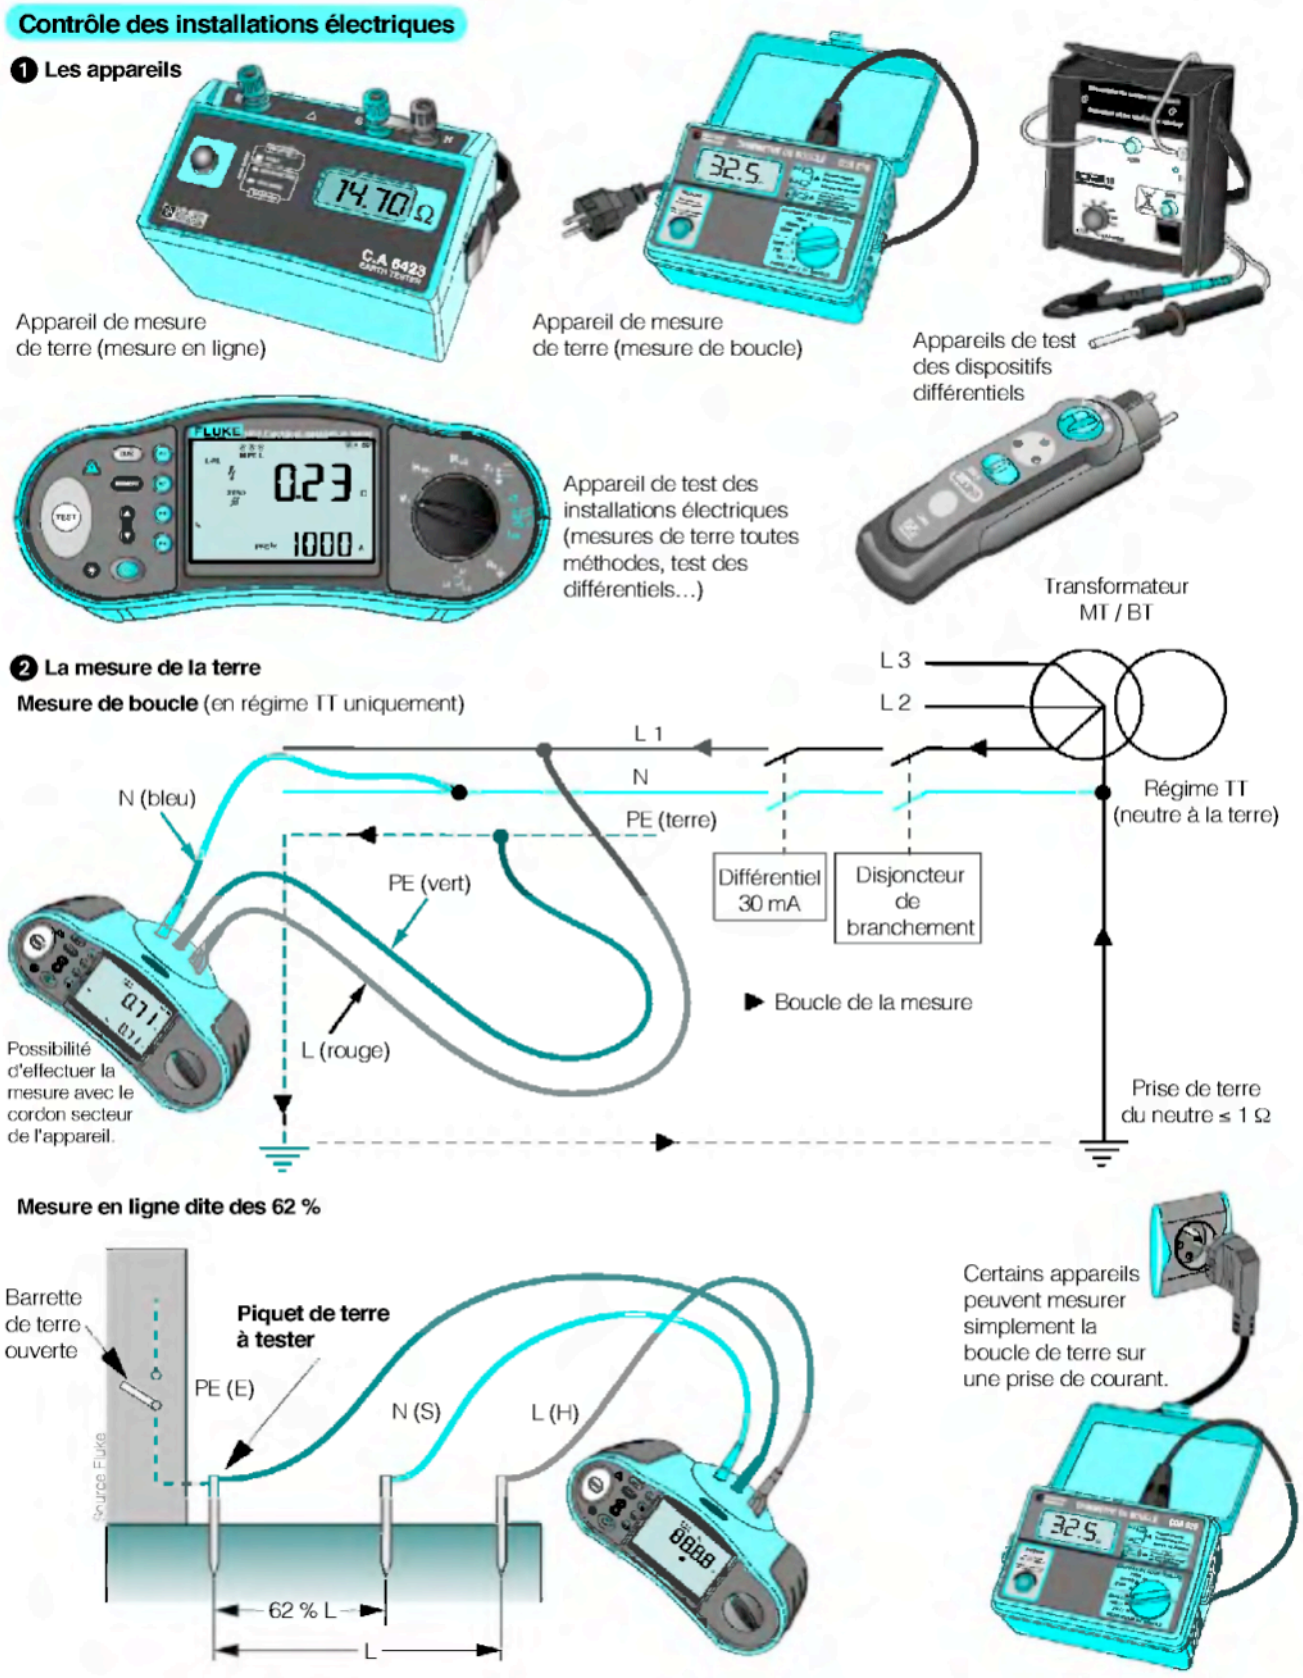

Figure 288 : La mesure de la prise de terre
Des appareils spécifiques permettent d'effectuer toutes ces mesures (figure 288). Il incombe à l'installateur de les réaliser et de relever les résultats obtenus. La résistance de la prise de terre doit être inscrite sur la demande de certificat de conformité du Consuel.
Il existe plusieurs méthodes pour mesurer la terre dont celle de la **mesure en ligne**, également appelée « méthode des 62 % ». Pour la réaliser, nous vous proposons la procédure suivante (figure 288). Munissez-vous d'un ohmmètre de terre (attention : un multimètre classique ne convient pas !) et de deux électrodes ou piquets auxiliaires. Les trois piquets, prise de terre (E), première électrode (S) et seconde électrode (H) doivent être plantés en ligne droite. La distance (L) entre E et H doit être de 25 m au minimum. Les électrodes S et H servent à injecter le courant et à établir la référence de potentiel 0 V. La plus grande précision de mesure est obtenue lorsque la distance entre le piquet S et le piquet E est égale à 62 % de L. La barrette de terre étant ouverte, effectuez la mesure. Pour vérifier le résultat obtenu, déplacez le piquet S à 52 % de L, puis à 72 % de L, toujours sur le même alignement E-L.
Cette méthode, reconnue par la norme, est très pratique en ville où il est difficile de planter des piquets à bonne distance. On l'utilise uniquement si l'alimentation électrique correspond au schéma TT, c'est-à-dire avec neutre à la terre, comme c'est le cas de la majorité des installations domestiques. Au niveau du transformateur du distributeur, la moyenne tension est transformée en basse tension (230 – 400 V) et le neutre est relié à la terre (figure 288).